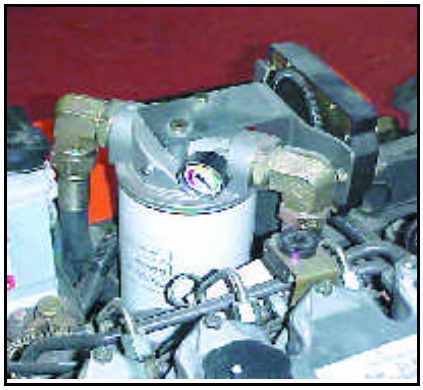

fig. 4
■ **Filtro de la transmisión hidrostática.** (fig. 4)
■ ***Hydrostatic oil filter.*** *(fig. 4)*
- Aflojar la contratuerca y girar el tornillo Allen en el sentido de las agujas del reloj para incrementar la presión hidráulica y al revés para reducirla. "2" (fig.4).